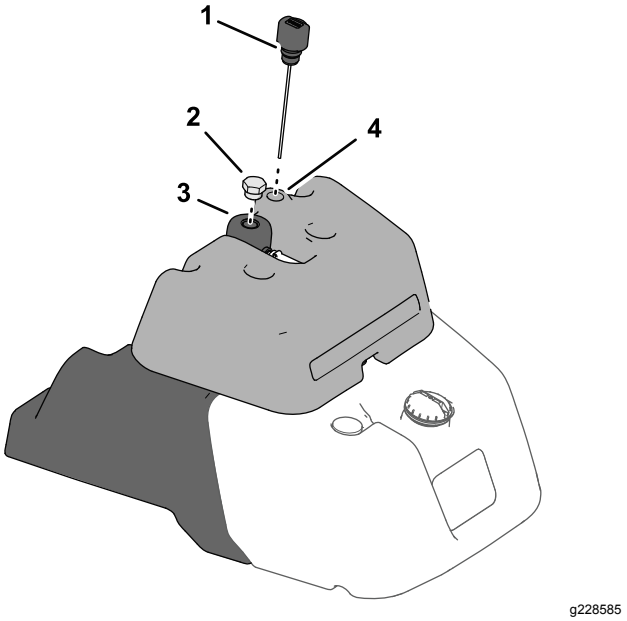

Figur 37
- Hvis maskinen har en drivstoffmåler på toppen av drivstofftanken, finn peilestaven for hydraulikksystemet på toppen av lekkasjedetektortanken (Figur 37), og fortsett til trinn 3.